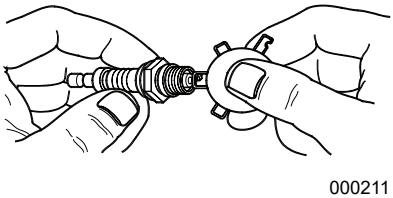

***Figura 4-5. Bujía***
4. Compruebe la separación entre electrodos con un calibrador de alambre y configúrela con la medida recomendada de 0,6 - 0,7mm (0,024 - 0,028 pulg). Consulte la *Figura 4-5*.